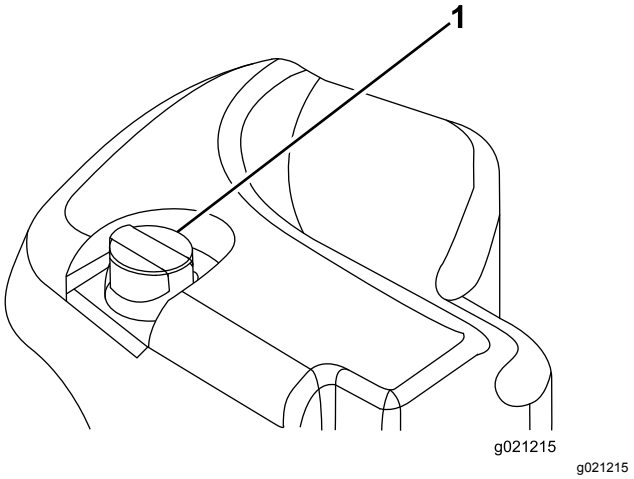

Figur 67
2. Rengør området omkring påfyldningsstudsen og hydrauliktankens dæksel (Figur 67).